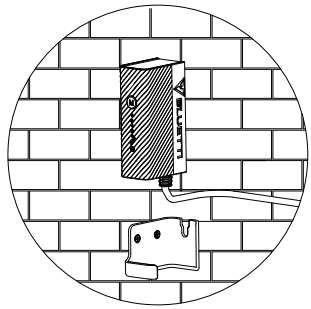

Figura 6.6.5
Paso 4: Alinee la hebilla del controlador sobre la ranura en U y empuje el controlador hacia abajo hasta que encaje en su sitio. Consulte la Figura 6-6-5 y la Figura 6-6-6.